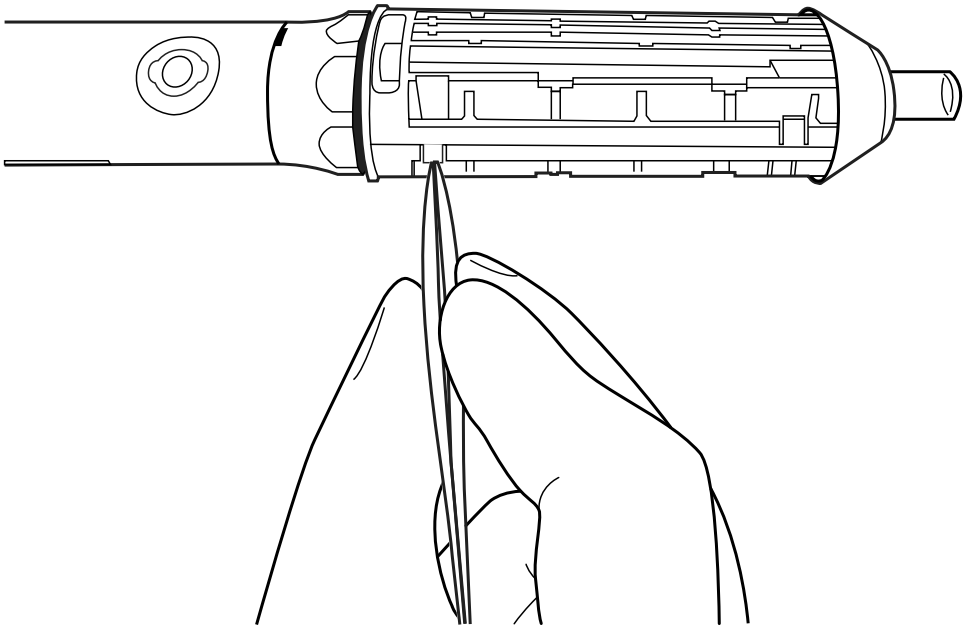
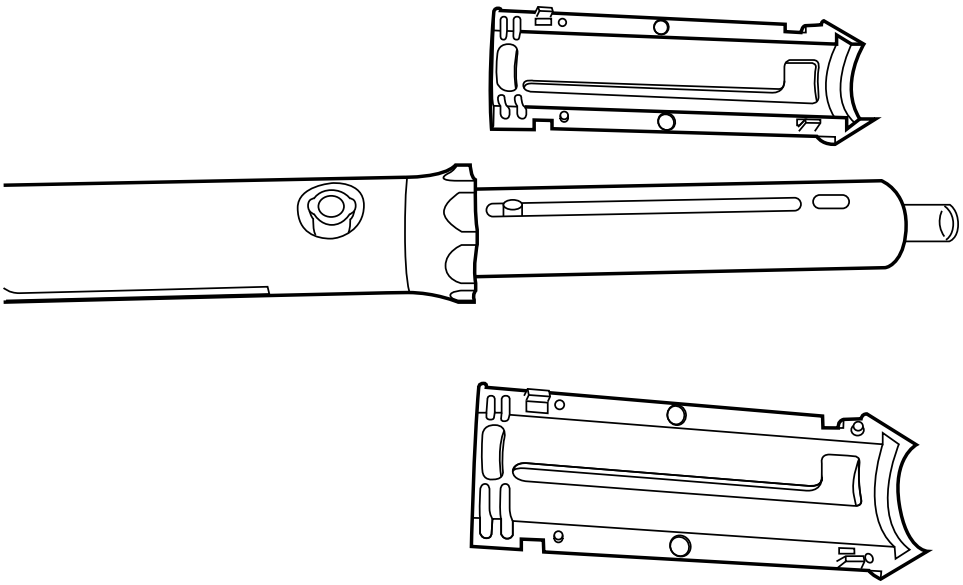

Figura 17. Rilascio delle due metà dell'impugnatura
Figura 18. Separazione delle due metà dell'impugnatura
3. Utilizzare delle pinzette per rilasciare le linguette (figura 17) e separare le 2 metà grigie presenti sotto l'impugnatura blu (figura 18).